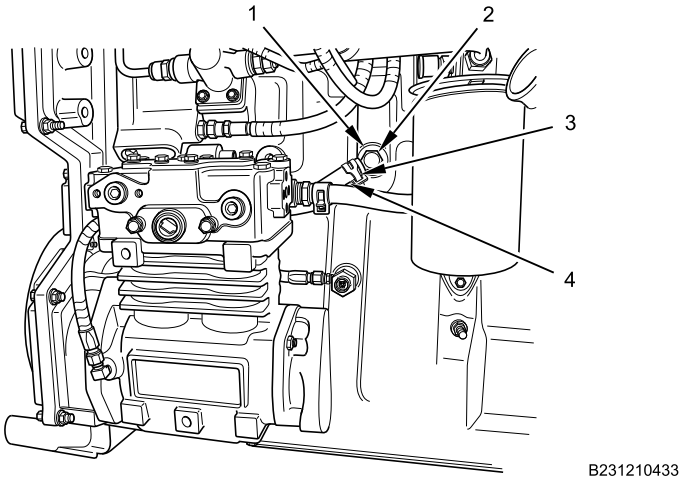

Figure 16. Air Compressor Coolant Inlet Block Connection.
13. Apply thread sealing compound to angle fitting (Figure 16, Item 2), install fitting on engine block coolant port (Figure 16, Item 1), and tighten securely.
14. Install air compressor coolant inlet hose (Figure 16, Item 4) and hose clamp (Figure 16, Item 3) on angle fitting (Figure 16, Item 2).